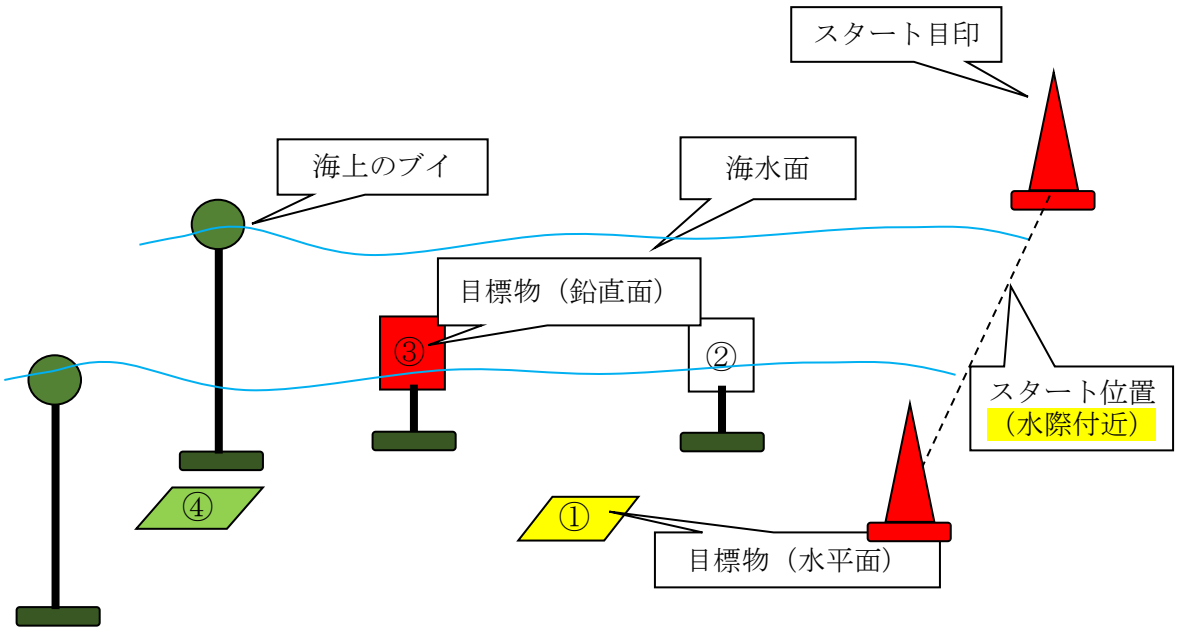
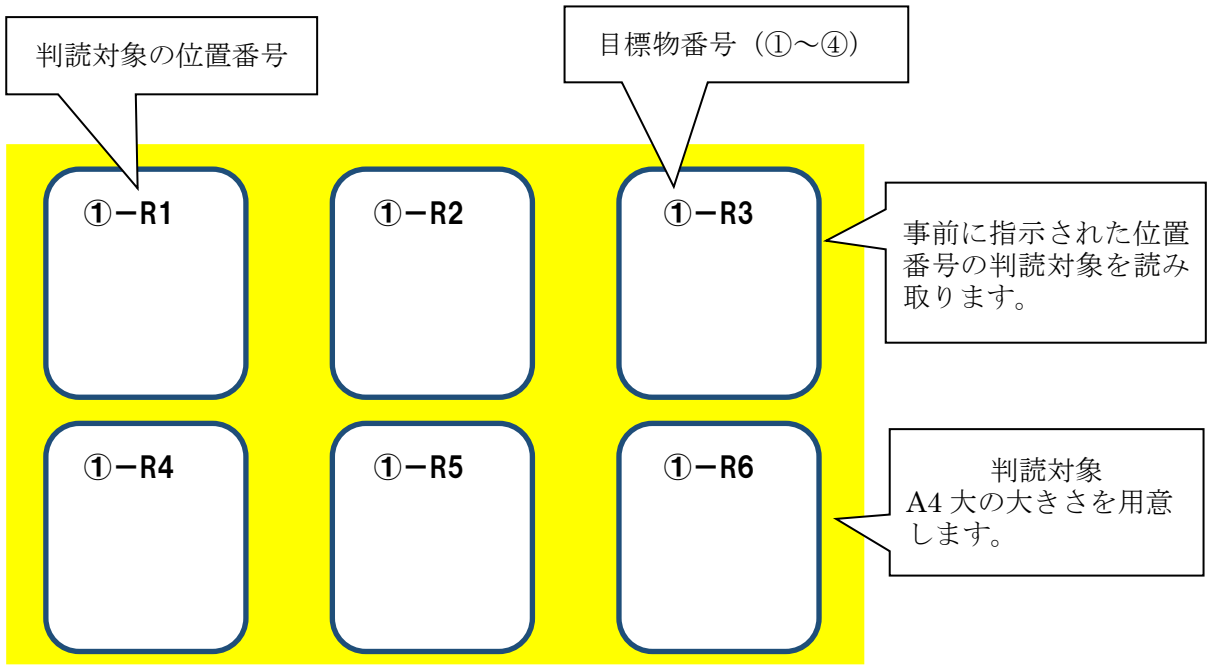

図 4-2-4　目標物配置イメージ
図 4-2-5a　目標物イメージ 1
区域内に設置された４つの目標物(図 4-2-5a, b)の判読対象の読み取り数を競います。
7) 予選・決勝では、競技開始時点で各チームに目標物（例：目標物①、②、③、④）と判読対象の位置番号（例：R１、R２、R３、R４）と番号表の読み取り位置を指示します。（図 4-2-4）（図 4-2-5a, b）
1)　スタート地点までは、各チーム地上からの操縦で進んでください。ただし、スタート地点は水際に設置するパイロン位置です。(図 4-2-4)
2)　課題は、目標物番号①→②→③→④の順番でクリアして下さい。